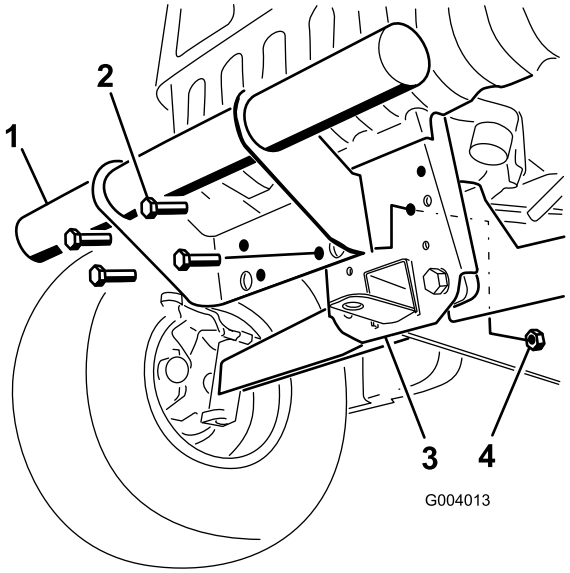

**Figure 5**
2. Align the mounting holes and secure the bumper to the frame with the fasteners previously removed (Figure 5).